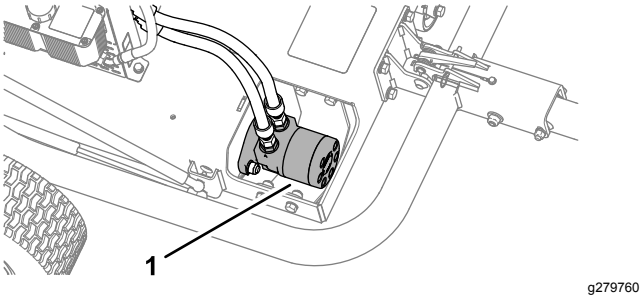

**Figura 40**
3. Limpe a sujidade e detritos da área em redor do motor hidráulico (Figura 40).